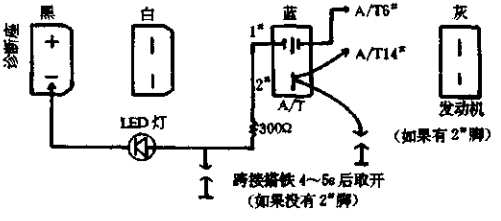

图 4—24
②按图 4—22、图 4—23、和图 4—24 所接好 LED 灯；
③跨接搭铁线然后再取下，读取 LED 灯的闪烁码。